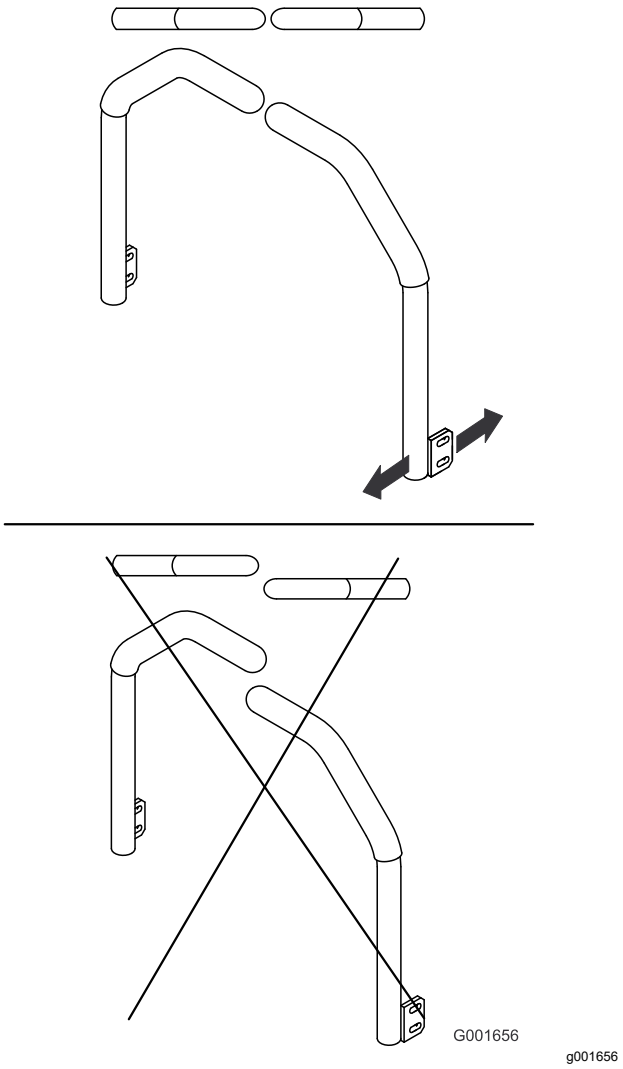

**Figuur 94**
5. Stel de rijhendels zodanig af dat ze in een lijn staan en draai de bouten vast waarmee de rijhendels worden bevestigd aan de steunen (Figuur 94).